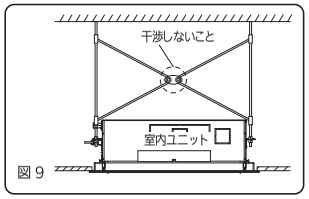

図 9
5. 吊ボルトに耐震用の筋交いを取り付ける場合、筋交いは互いに干渉させないように交差部を金具固定してください。（図 9）